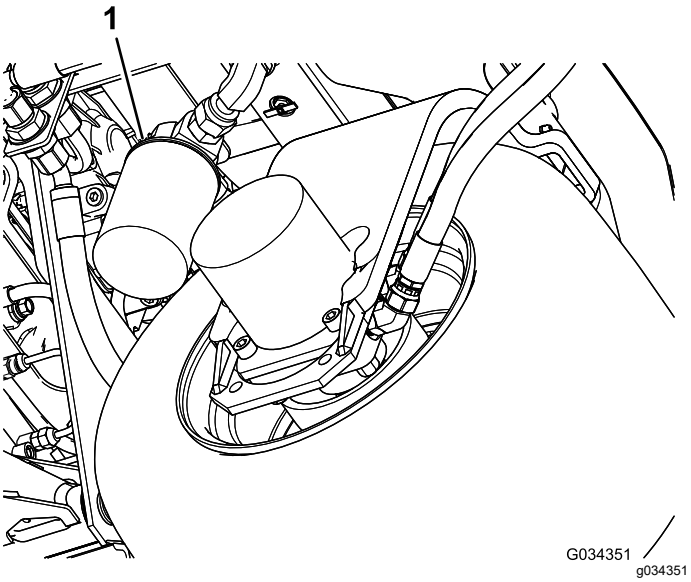

Figur 83
2. Rengör runt området där filtret ska monteras. Placera ett avtappningskärl under filtret (Figur 83) och avlägsna filtret.